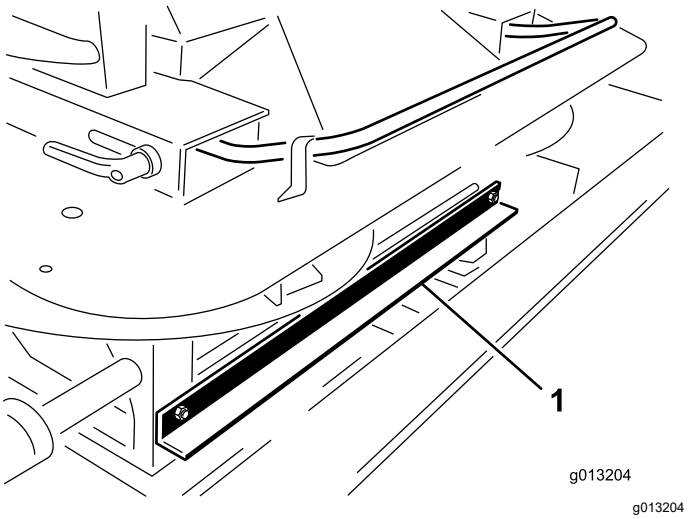

**Figuur 4**
3. Verwijder aan de voorkant van de dubbele spinner de 2 bouten en moeren waarmee de transportbeugel van het hefwerktuig van de machine is bevestigd aan de dubbele spinner (Figuur 4).